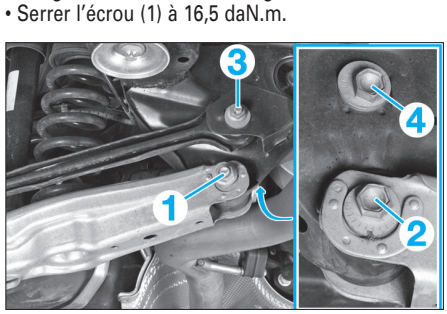

Fig. 6
• Remplacer l'écrou (1) et le serrer à 0,5 daN.m **(Fig.6)**.
• Serrer la vis à excentrique (2) pour régler le carrossage sur la valeur de consigne.
• Serrer l'écrou (1) à 16,5 daN.m.
• Remplacer l'écrou (3) et le serrer à 0,5 daN.m **(Fig.6)**.
• Serrer la vis à excentrique (4) pour régler le parallélisme sur la valeur de consigne.
• Serrer l'écrou (3) à 10 daN.m.